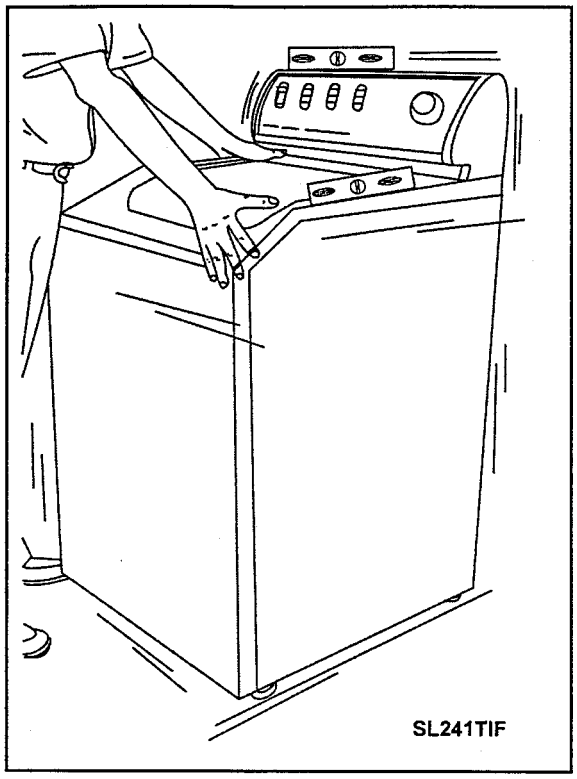

Figure 1-4
6. Tilt machine forward until rear of cabinet is approximately 4 inches off the floor. Lower the machine back to the floor on the rear feet. This operation causes the rear stabilizing feet to conform to the contour of the floor and seat them solidly. Push washer with hands on opposite corners to check stability ***(Figure 1-4).***